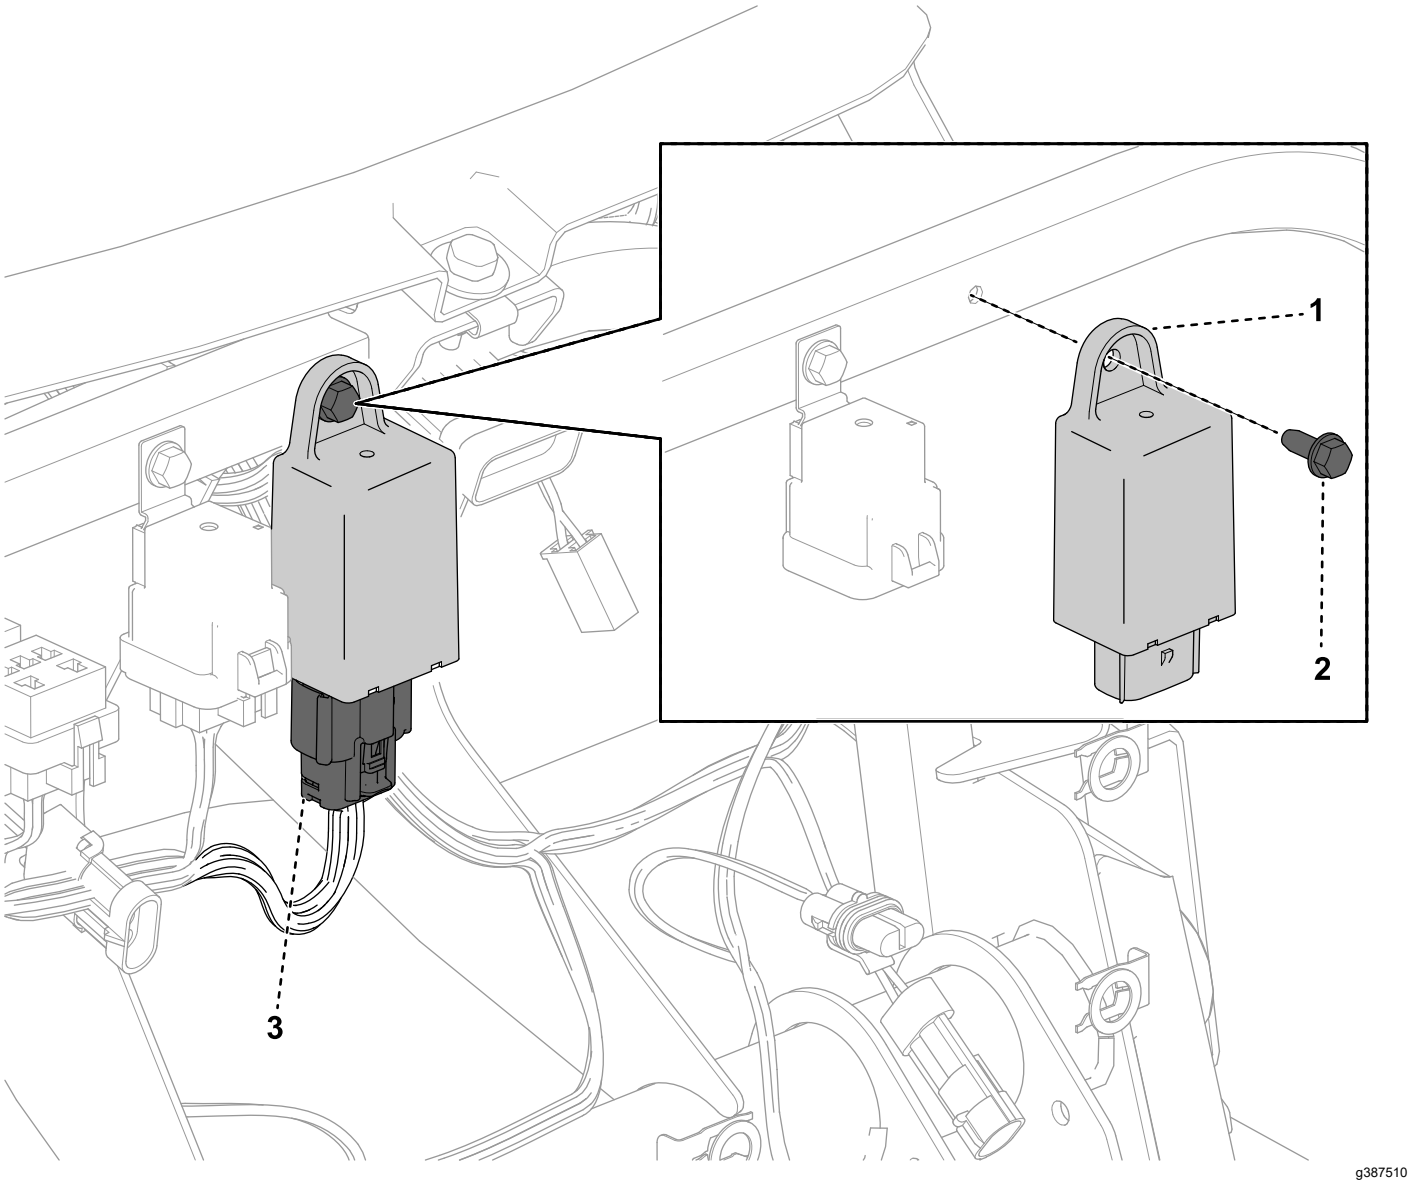

Figura 6
1. No tubo de suporte do painel de instrumentos da máquina (Figura 5), fixe o relé do pisca ao tubo de suporte do painel de instrumentos usando o parafuso sextavado (Figura 6).
2. Localize o conector da cablagem para a máquina rotulado SIGNAL MODULE (Módulo de sinalização) e ligue o conector ao relé do pisca (Figura 6).